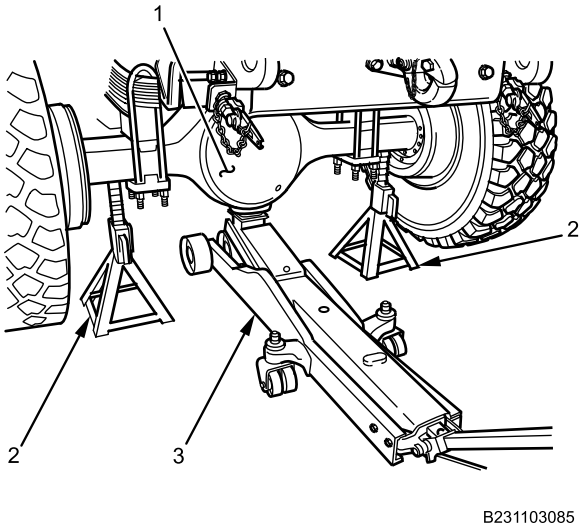

Figure 8. 10-Ton Jackstands.
11. Using 20-ton floor jack (Figure 8, Item 3), lift rear axle assembly (Figure 8, Item 1) 1-2 inches, if necessary, and place two 10-ton jackstands (Figure 8, Item 2) under rear axle assembly.
12. Using 20-ton floor jack (Figure 8, Item 3), lower rear axle assembly (Figure 8, Item 1) onto 10-ton jackstands (Figure 8, Item 2).